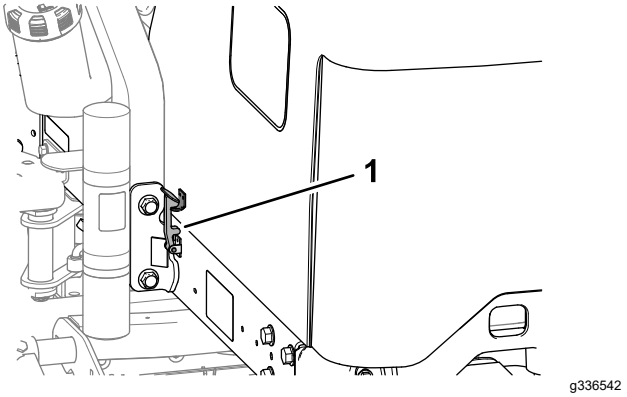

Figuur 43
2. Draai de motorkap naar boven en achteruit (Figuur 43).